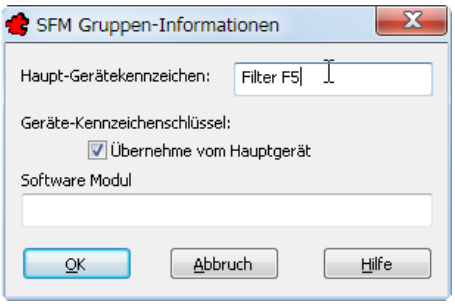

Bild 28.11 – Benennen der Filtergruppe
- Für das Gerätekennzeichen der SFM-Gruppe geben Sie **Filter F5** ein und bestätigen dann (Abb. 28.11).